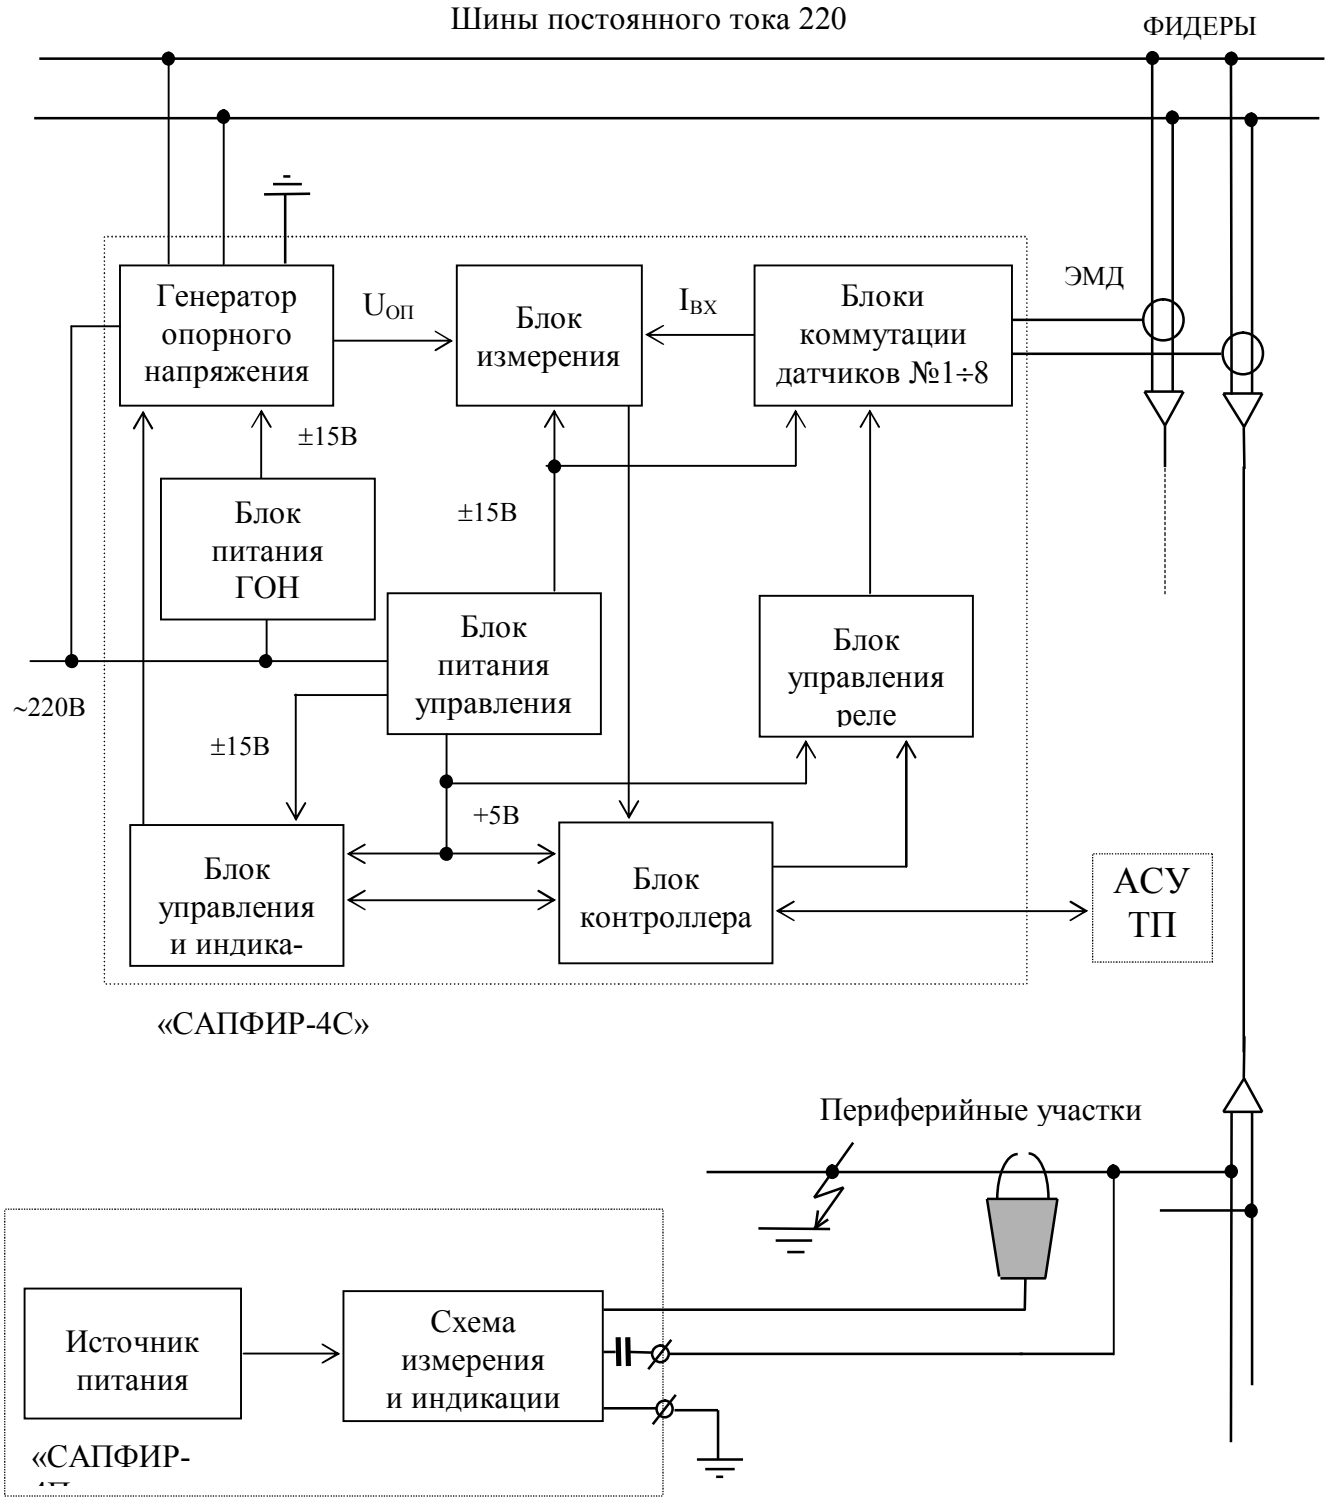

Рис.1 Структурная схема «Сапфир» 4.
1.4.1 На рис.1 приведена электрическая структурная схема “САПФИР-4”